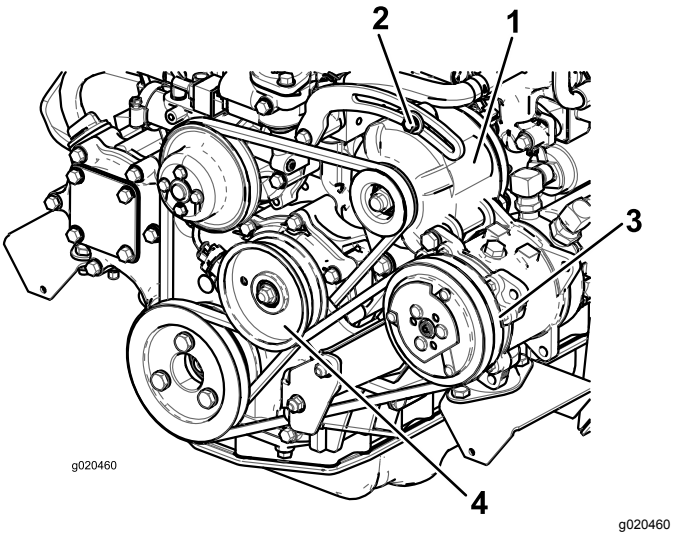

Figur 96
Hvis du ikke kan trykke den ned 10 mm, løsner du monteringsboltene for generatoren (Figur 96).
2. Hvis du ikke kan trykke den ned 10 mm, løsner du monteringsboltene for lederullene (Figur 96).